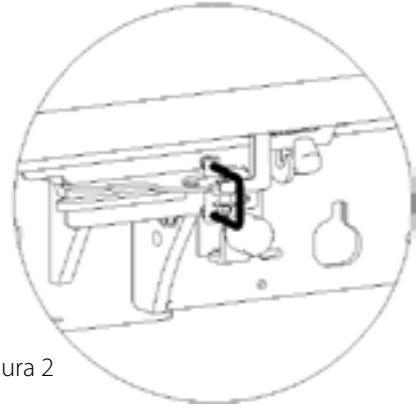

Figura 2
- Verificare che il gancio di fissaggio del quadro della porta sia inserita (figura 2).